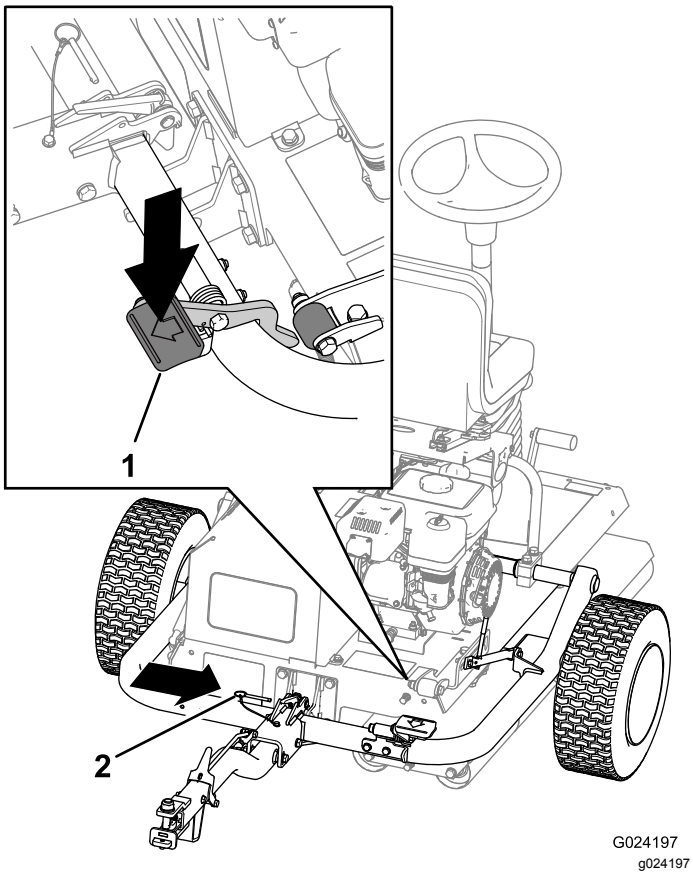

Figur 27
C. Trykk på koblingspedalen til låsen er på plass (Figur 27).
D. Sett inn låsestiften (Figur 27).